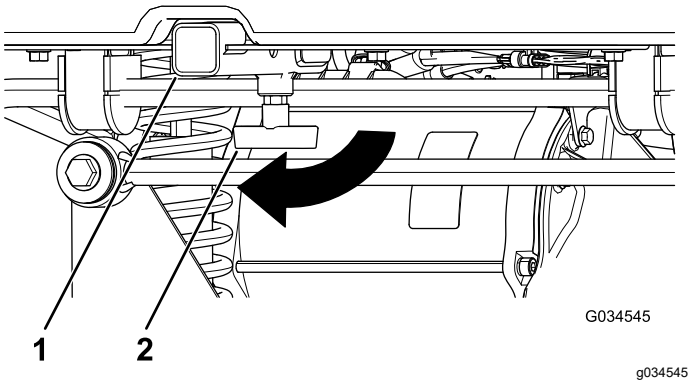

Figur 15
1. Lossa T-handtaget genom att vrida det medurs (Figur 15).
2. För in tillbehöret i mottagaren tills hålen ligger i linje (Figur 15).